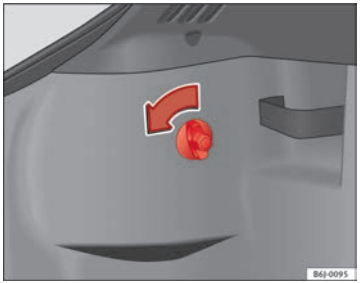

Fig. 161 Access to tail lights
– Turn the bolt in the direction of the arrow, by hand or with a screwdriver ⇒ Fig. 161.
– Remove the connector from housing (A) ⇒ Fig. 161.